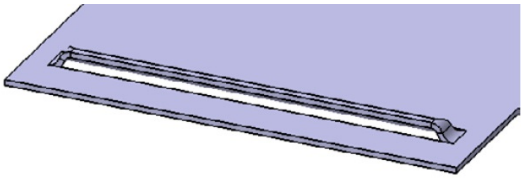

Figure 15-151 *The louver stamp feature created*
4. Select the line nearest to the edge as the open end of the louver, refer to Figure 15-151.
6. Choose the **OK** button; the louver stamp feature is created, as shown in Figure 15-151.